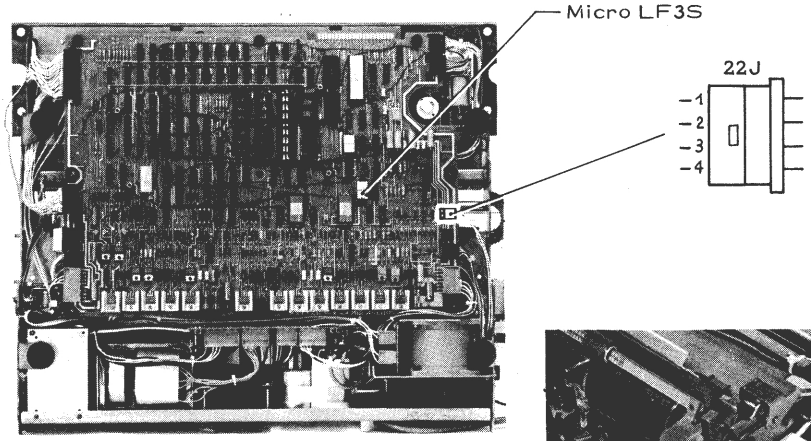
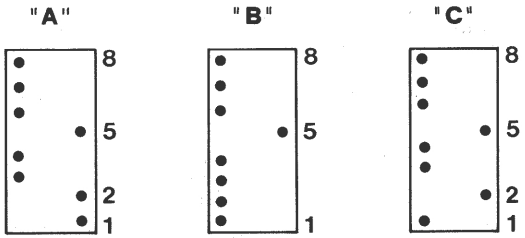

Fig. 1
Fig. 5
b) Commutare il micro LF3S (fig. 1) nella condizione "B" (fig. 5). Ciò è necessario per far girare il motore più velocemente in senso orario).
Con motore in rotazione, predisporre il tester per misure in corrente continua (= Low/10V=) e verificare tra i punti 1 e 3 (massa) di 22J una tensione nominale di +5V= (fig. 1).
e) Sempre con la stessa predisposizione, collegare il tester fra il punto 3 di 22J (massa) e il filo saldato precedentemente al punto 2 di 22J (fig. 1). Verificare tra i due punti una differenza di potenziale di circa +2, 5V. Eventualmente agire sul trimmer CP (fig. 4).
Commutare il micro LF35 (fig. 1) nella condizione "C" (fig. 5), per invertire il senso di rotazione del motore.
Commutare il micro LF35 nella condizione "A" (fig. 5).